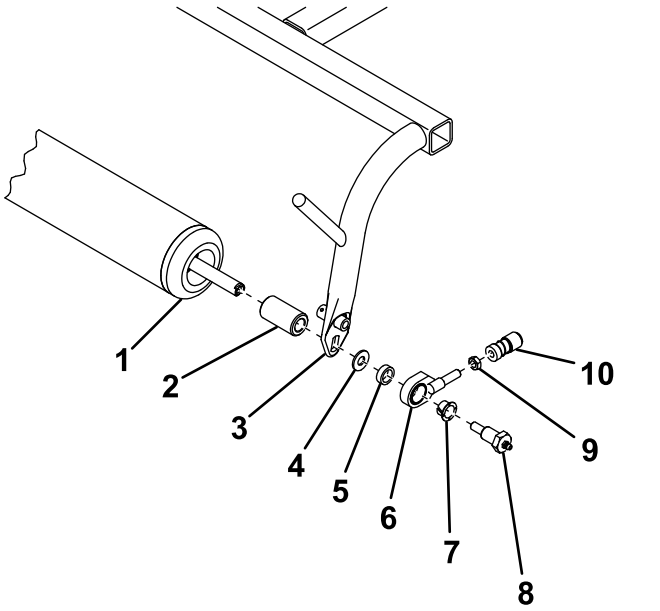

Figure 4
6. Slide a frame spacer onto each end of the roller (Figure 4).
7. Secure the roller to the pull frame as shown in Figure 4.
8. Thread a jam nut and the previously removed ball joint receiver onto the pull link assembly (Figure 4). Do not tighten the jam nut at this time.